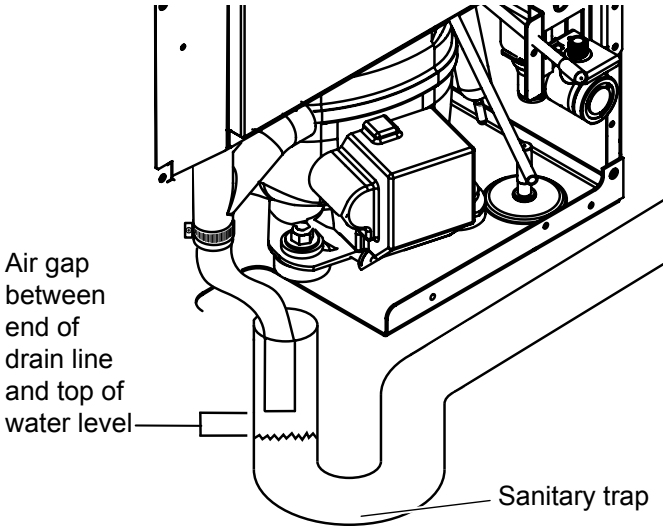

Figure 1: Example of an open drain.
c. Your drain line is plumbed into an open drain (Figure1).